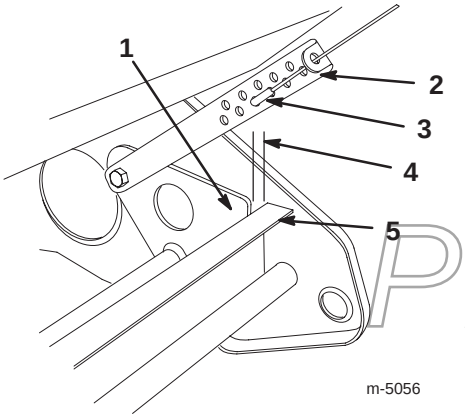

Figur 12
4. Kontrollera att avståndet mellan svängplattan och hjulramen är 0 till 3 mm, som i figur 12.
Haka av Z-inpassningen från den svängbara vajerjusteraren (figur 12), och placera Z-inpassningen i ett annat hål på vajerjusteraren så att mellanrummet mellan svängplattan och hjulramen blir rätt.